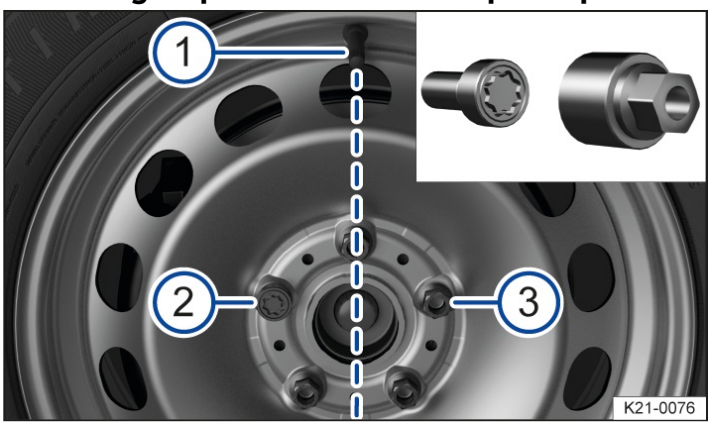

Fig. 2 Make sure the anti-theft wheel bolts are positioned correctly.
On wheels with full wheel covers, the anti-theft wheel bolt must be fitted in position *→ fig. 2* (2) or (3), based on the position of the tire valve (1). Otherwise, it will not be possible to install the full wheel cover.